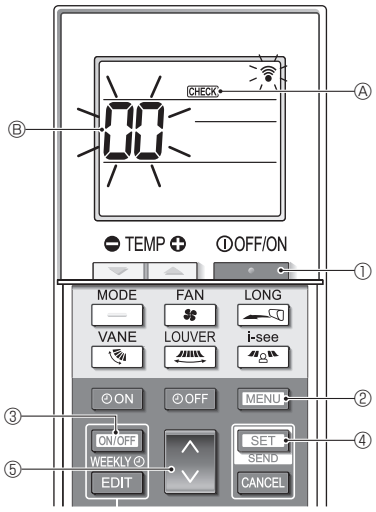

Fig. 7-6
■ **Self-check (Fig. 7-6)**
1. Press the button ① to stop the air conditioner.
- If the weekly timer is enabled (WEEKLY is on), press the ON/OFF WEEKLY button ③ to disable it (WEEKLY is off).
2. Press the MENU button ② for 5 seconds.
3. Press the button ⑤ to select the refrigerant address (M-NET address) Ⓑ of the indoor unit for which you want to perform the self-check.
4. Press the SET button ④.
5. Press the button ①.